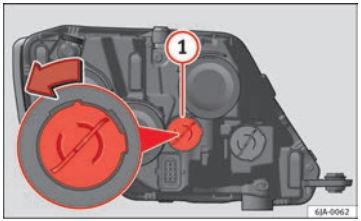

Fig. 158 Changing daytime driving light bulbs
– Turn the bulb holder ⇒ Fig. 158 (1) anti-clockwise and remove it.